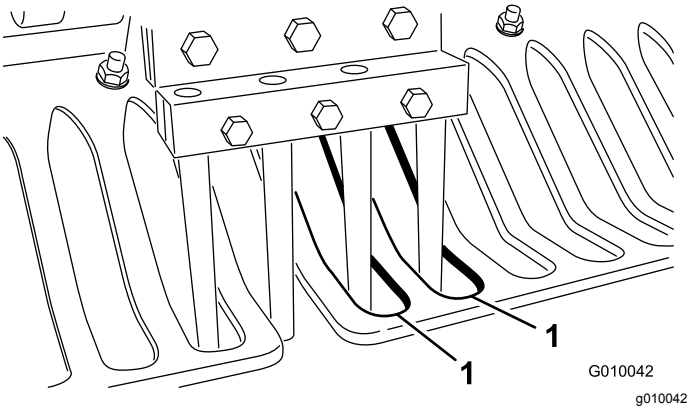

Figur 27
7. Kontroller, at tines sidder i midten af mellemrummene i plæneafskærmningerne (Figur 27). Juster plæneafskærmningerne efter behov, og stram møtrikkerne.